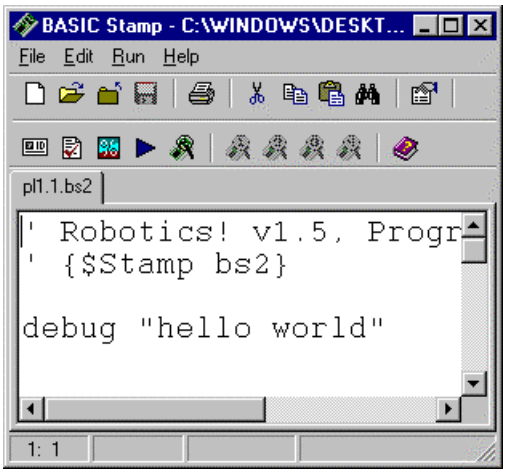

Figure 1.24: (a) Stamp Editor **(b) Debug Terminal.**
- Type Program Listing 1.1 into the Stamp Editor as shown in Figure 1.24 (a).
- Click Run and select Run. Debug Terminal #1 should appear in a second window, as shown in Figure 1.24 (b).